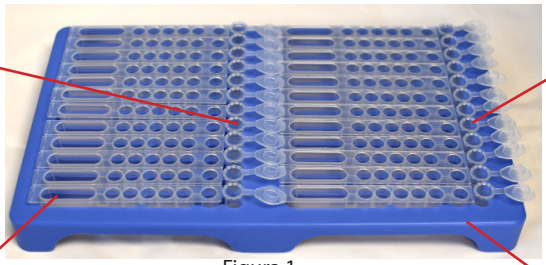
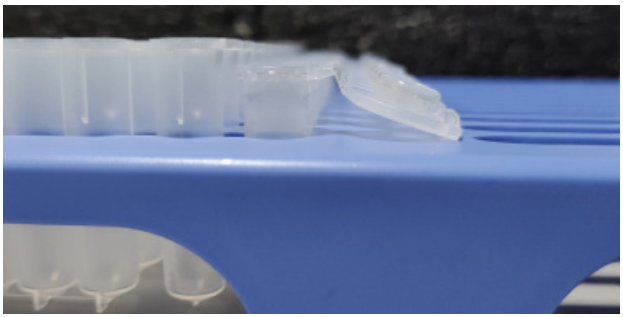

Figura 1
Figura 3
3. Retire cuidadosamente o selo dos cartuchos e coloque-o imediatamente, juntamente com os tubos de eluição no tabuleiro quando estiver pronto, , nas posições correspondentes (Figura 1).
5. Certifique-se de que os tubos de eluição estejam abertos e posicionados com as tampas orientadas para a direita do tubo e pressionadas para baixo (Figura 3). Se houver outro cartucho de reagente no lado direito, certifique-se de que as tampas do tubo de eluição estejam encaixadas sob o lábio do primeiro poço, como mostrado na Figura 1.